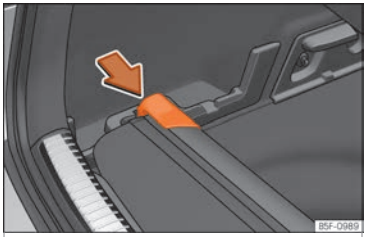

Fig. 178 In the boot: space to store the retractable shelf.
- Press the head of the retractable shelf in the direction of the arrow until it engages in its housing ››› Fig. 178.